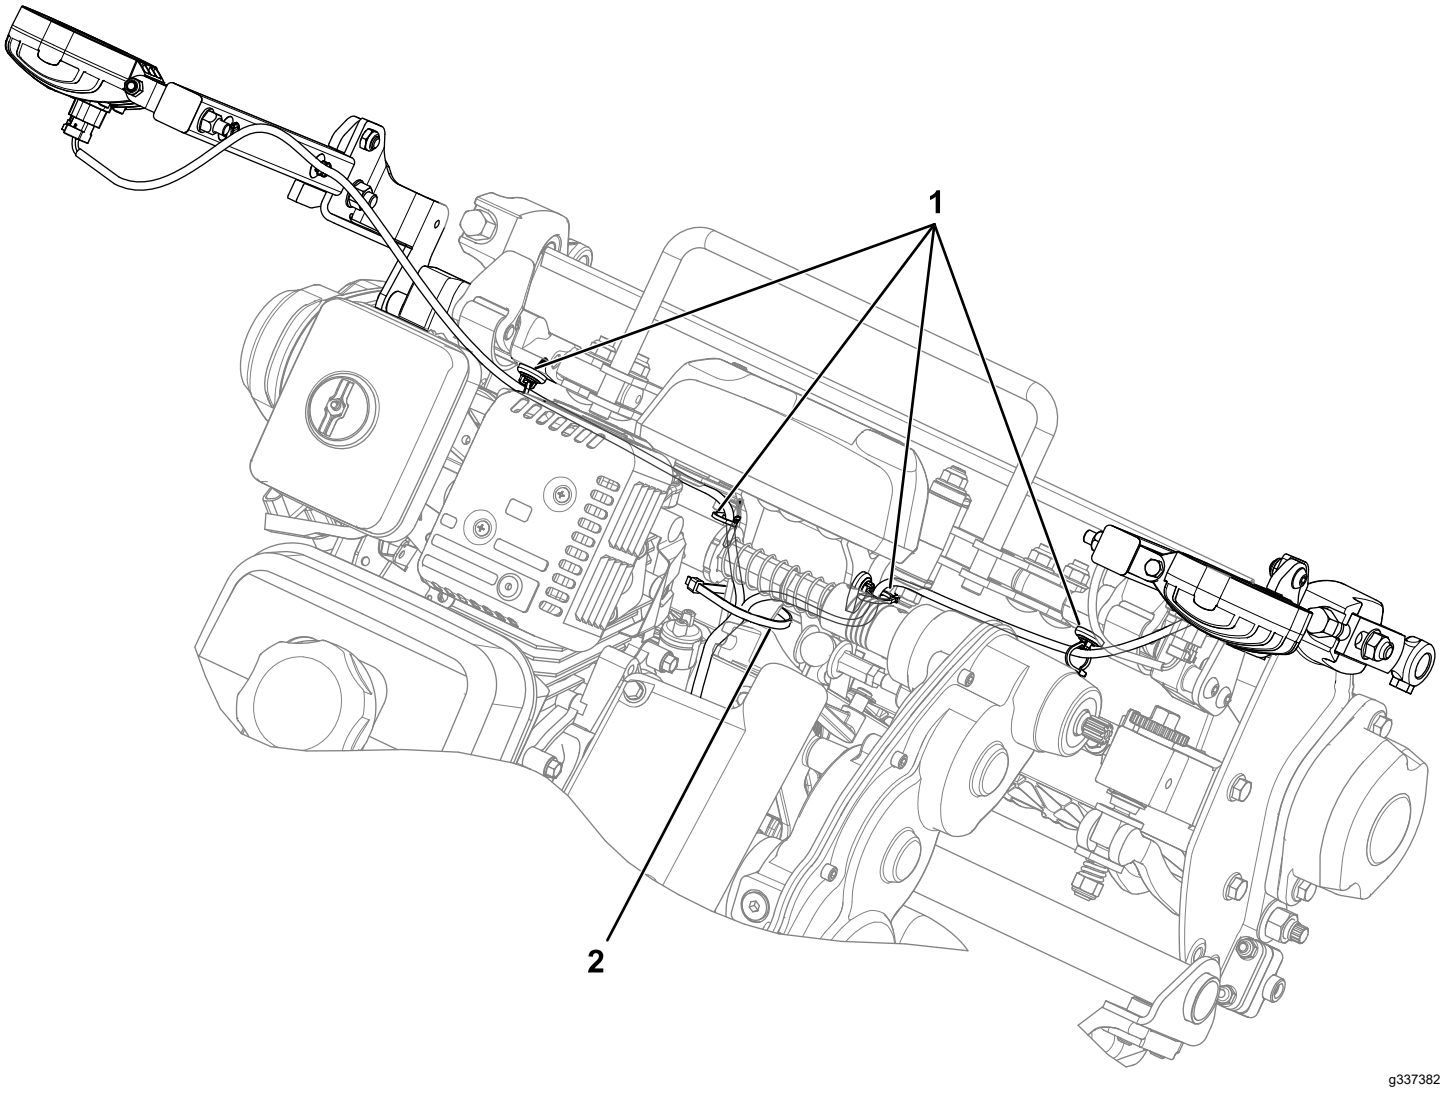

Rysunek 5
3. Zamontuj uchwyty wiązki przewodów na ramie w miejscach przedstawionych na Rysunek 5.
4. Zamocuj wiązkę przewodów do uchwytów wiązki przewodów (Rysunek 5).
6. Przymocuj wiązkę kablową do ramy za pomocą opasek kablowych (Rysunek 5).